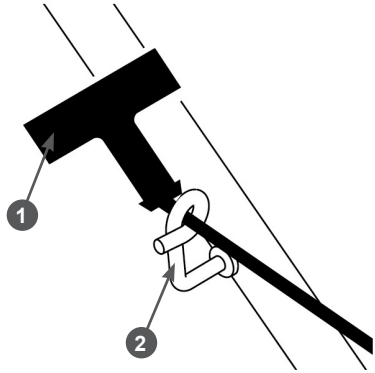

Рис. 5 Крепление ручки стартера на рукоятке
7. Закрепите ручку стартера на кронштейне на рабочей рукоятке. Для этого медленно потяните за ручку стартера, чтобы вытянуть шнур из корпуса стартера на требуемую длину. Затем пропустите шнур стартера через витки кронштейна и отпустите ручку стартера. Ручка стартера должна зафиксироваться на кронштейне, как показано на Рис. 5.